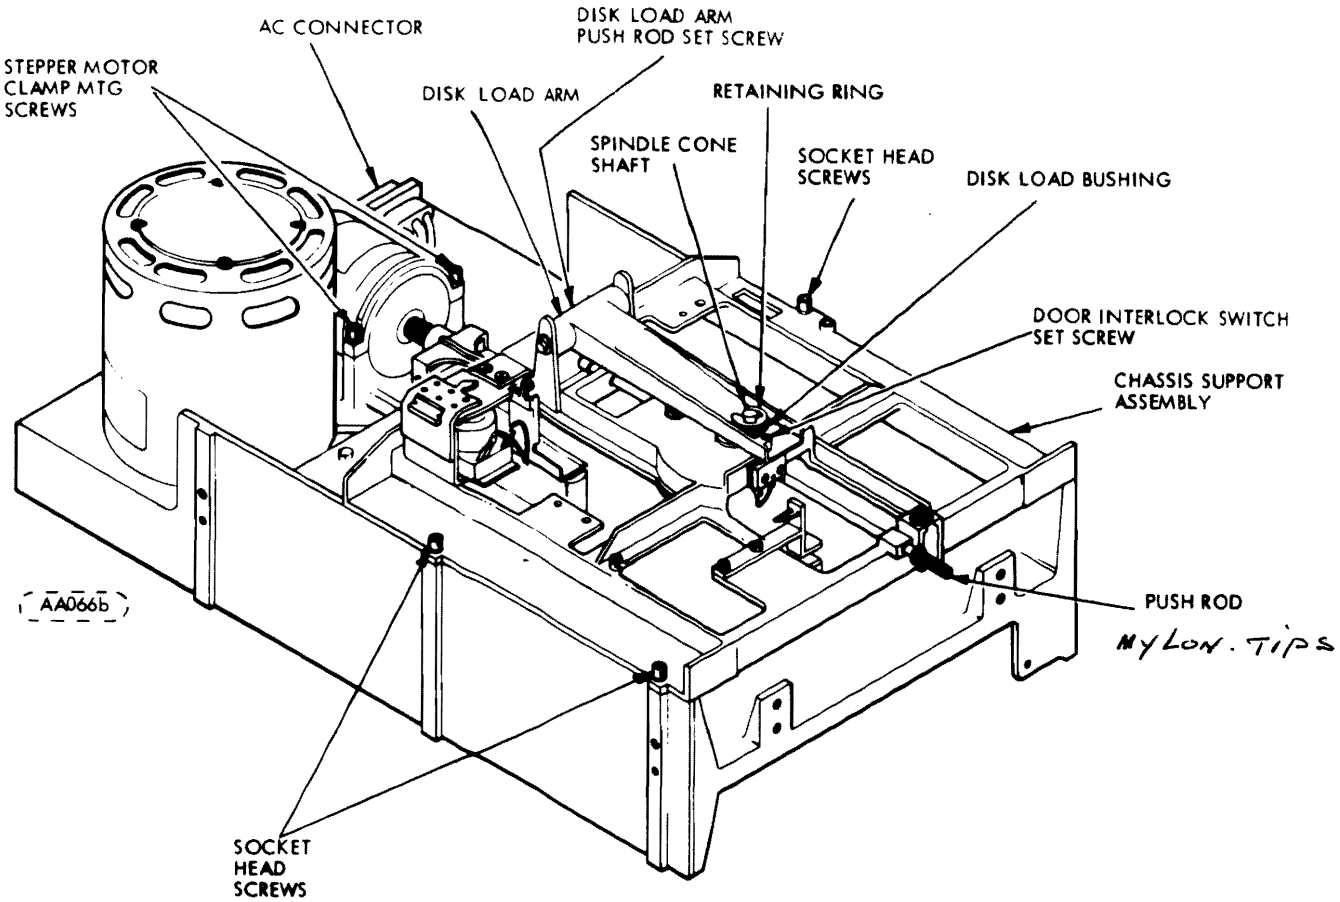
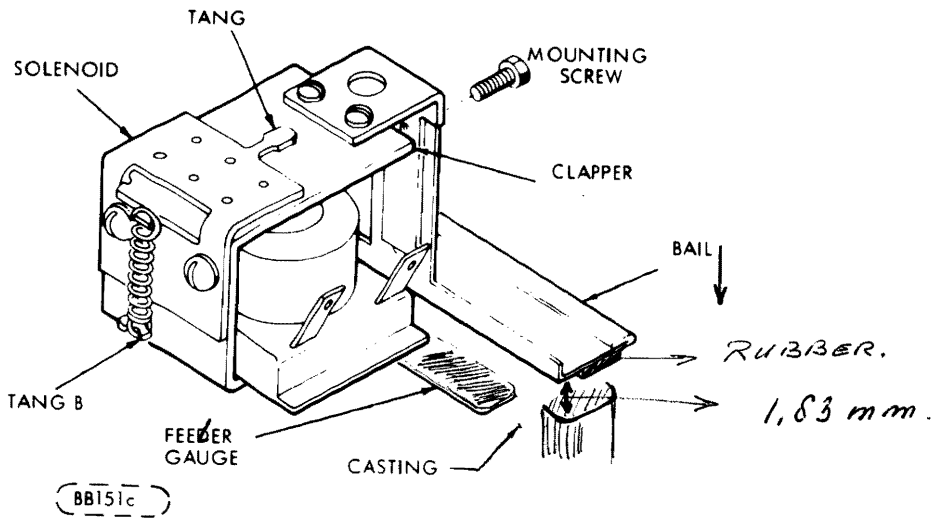

Figure 6-9. Chassis Base Assembly
Figure 6-10. Diskette Load Solenoid
h. If not in alignment, loosen the stepper motor clamp mounting screws to where a gap exists between the clamp and casting (see Figure 6-9) and slowly rotate the stepper motor to adjust the amplitude until the amplitude of both lobes is the same, that is, the difference between the bottoms of both lobes is less than 5mV.
This procedure must be performed whenever chassis support (Figure 6-9) is removed and replaced.
a. With front panel door closed, verify that a gap exists between the retaining ring and the disk load bushing of approximately 0.030 inch (0.762mm) (refer to Fig. 6-9). Perform steps b and c if out of adjustment.
c. Adjust disk load arm set screw (Figure 6-9) until gap is approximately 0.030 in. (0.762mm), with door closed. Truss Retaining Ring on Disk Load Arm.
b. With door closed, adjust set-screw at end of disk-load arm (Figure 6-9) while holding door closed against metal stop. Adjust set-screw until micro switch is almost adjusted flush to top of switch case. This ensures that as the nylon tips on the push-rod wear down, the switch will still close.
c. Loosen mounting screw on bail (Figure 6-10).
a. Loosen chassis support assembly (Figure 6-9).
f. Secure socket head screws (Figure 6-9) and again recheck steps "c" through "e".
b. To adjust, loosen the two hex-head screws holding the sensor mount in place. With the front-panel door open, push down on the diskette-load arm (Figure 6-9) to insure that the diskette is in the loaded position (Figure 6-10). At the same time, grasp the end of the envelope and move from side-to-side, and forward and backward while observing the WRITE PROTECT signal at U15 pin 11. Adjust the mount until the WRITE PROTECT signal is present for any position of the envelope.
c. Remove four (4) socket-head screws securing chassis support (Figure 6-9).
d. Slide chassis support back far enough to clear push rod (Figure 6-10) of front panel and lift support clear of chassis.
a. Place the tapered end of a flat head screw driver between Tang A and solenoid clapper. (See Figure 6-10).